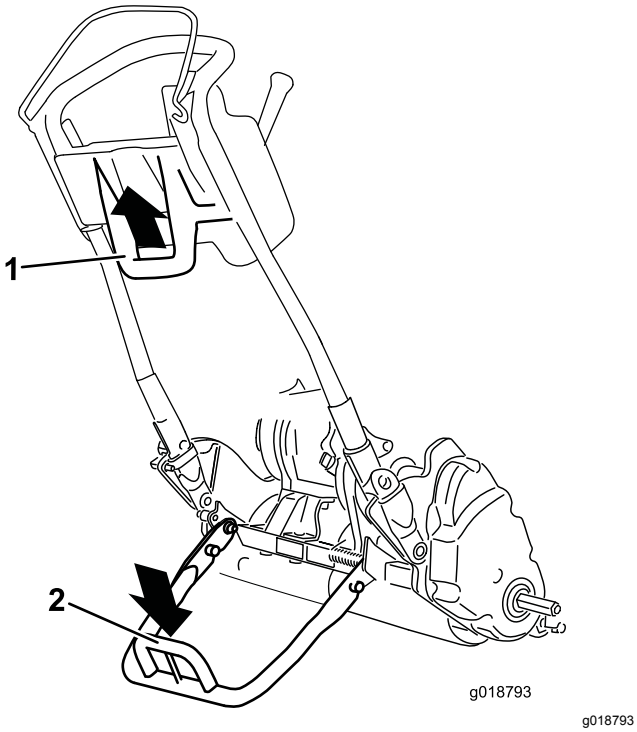

Figur 28
- For at bruge støttebenet til montering af transporthjulene skal det sænkes til jorden, og du skal træde på øjet, mens du trækker det nederste midterste håndtag (Figur 28) opad og tilbage.